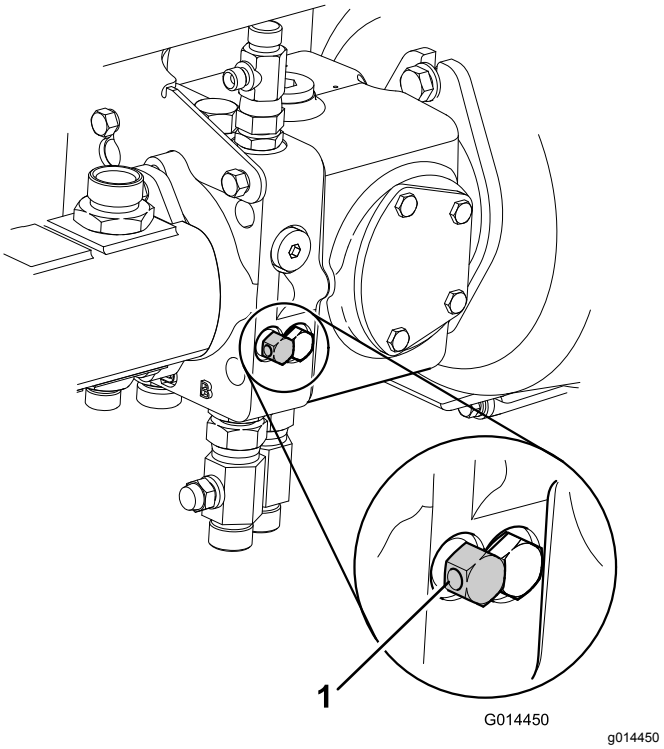

**Figuur 37**
7. Schakel het hydraulische bedrijfsremsysteem uit door de omloopklep onder de transmissiepomp maximaal 3 slagen linksom te draaien (Figuur 37).